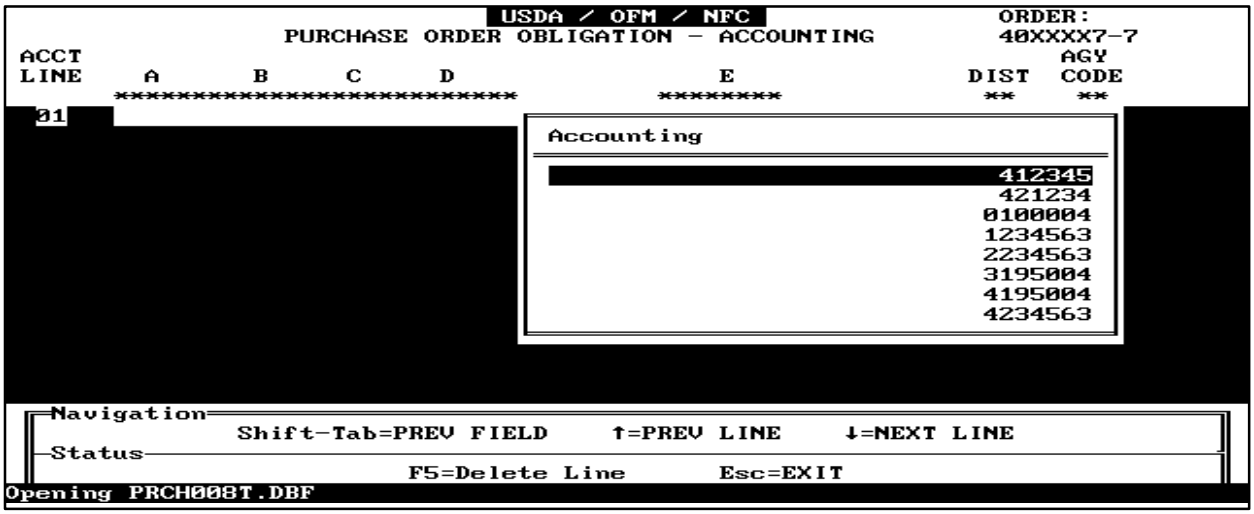

Figure 20. Accounting Pop-Up
- If the accounting code fails to match the accounting table search, the Accounting pop-up (**Figure 20**) is displayed. You can also display the accounting codes in the table for a specific FY, by keying in the first digit of the FY in the accounting field (e.g., 2 for FY02). Press [Enter]. Point and shoot the applicable code to the A, B, C, D, or E field.